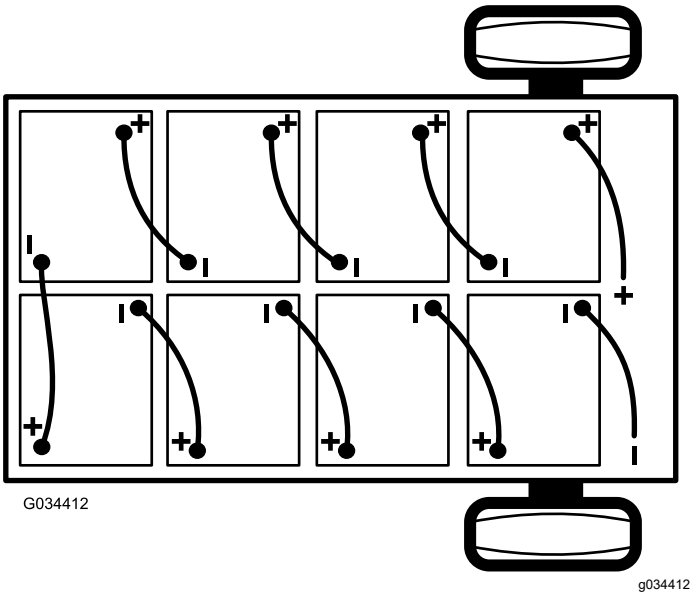

Figura 43
2. Desconecte el cable negativo principal (negro) de las baterías que conecta el banco de baterías a la conexión de tierra de la máquina (Figura 43).
3. Desconecte el cable positivo principal de la batería (rojo) que conecta el banco de baterías al contactor principal de la máquina (Figura 43).
Nota: Preste atención a la polaridad de las baterías al instalar las baterías nuevas (Figura 43).
6. Conecte las baterías entre sí como se muestra en Figura 43 con los cables de interconexión de las baterías que retiró en el paso 1.
2. Conecte el cable positivo principal de las baterías (rojo) entre el banco de baterías y la máquina (Figura 43).
3. Conecte el cable negativo principal de las baterías (negro) entre el banco de baterías y la máquina (Figura 43).